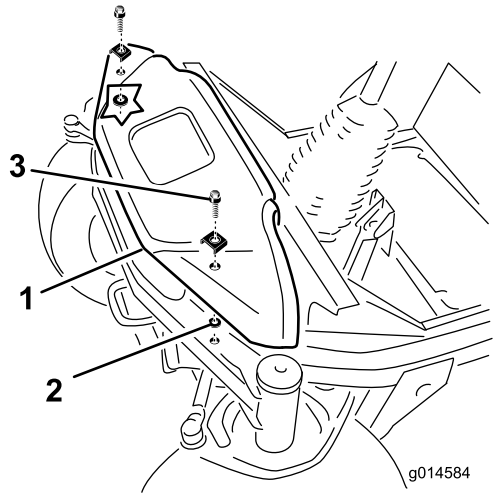

Figuur 5
1. Verwijder de (2) flenskopbouten waarmee de voorkap bovenaan de vooras is bevestigd (Figuur 5).